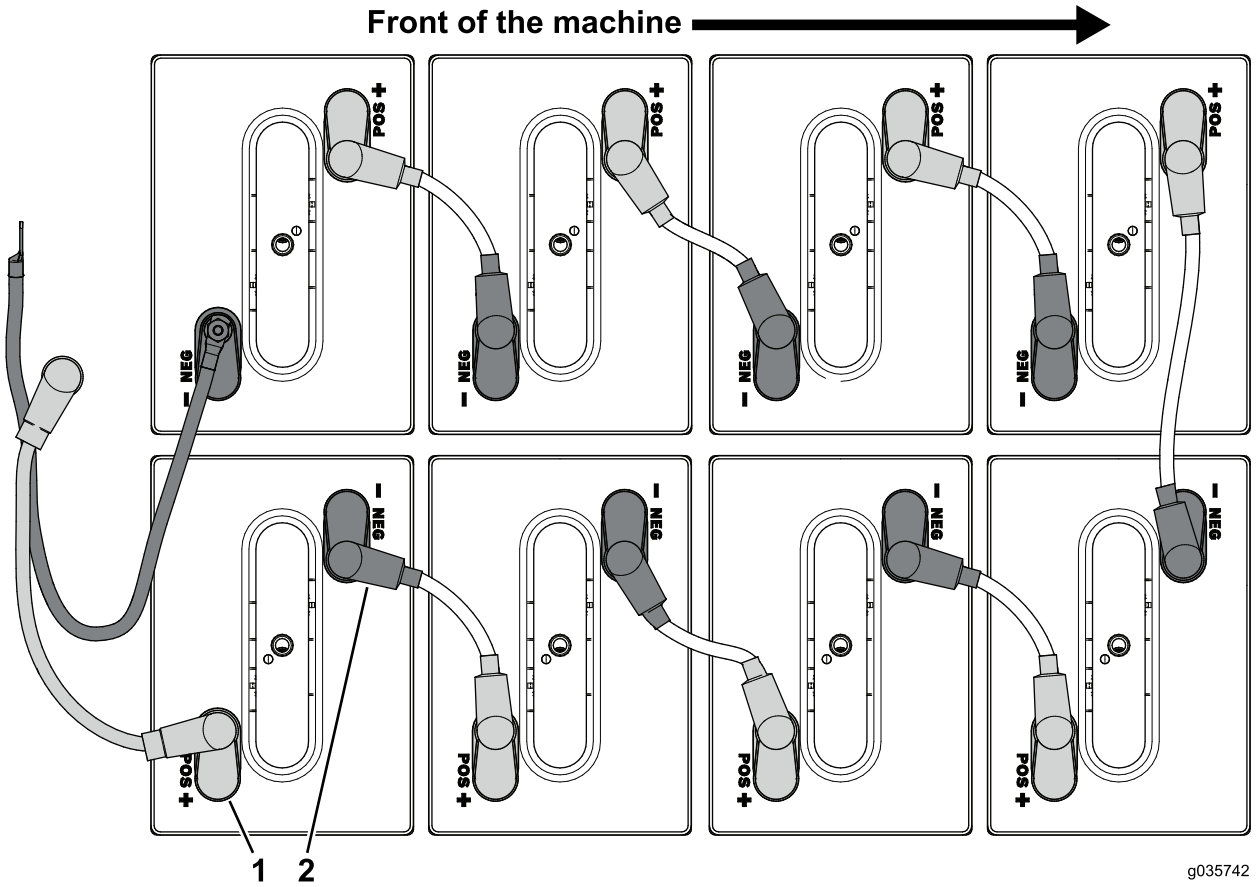

Рисунок 98
4. Подсоедините кабели аккумуляторных батарей, подсоединенные к положительным (+) клеммам на аккумуляторных батареях в переднем поддоне (Рисунок 98).
5. Подсоедините кабели аккумуляторных батарей, подсоединенные к отрицательным (-) клеммам на аккумуляторных батареях в переднем поддоне (Рисунок 98).